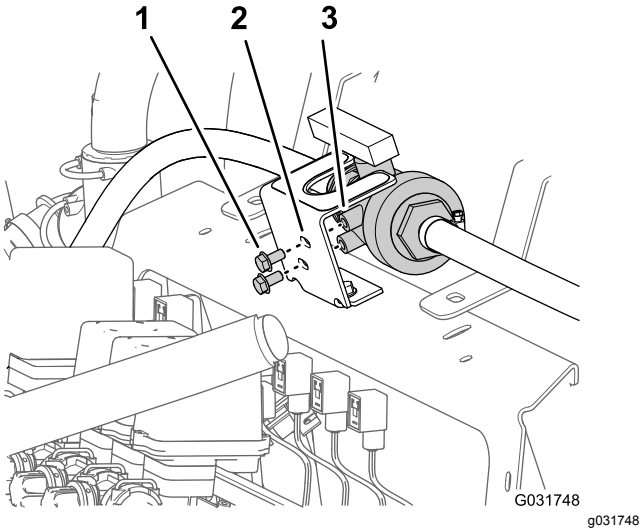

Figur 37
3. Fjern de to flangehovedbolte (5/16 x 5/8 tomme), der fastgør kugleventilen på monteringsbeslaget til kugleventilen (Figur 37).